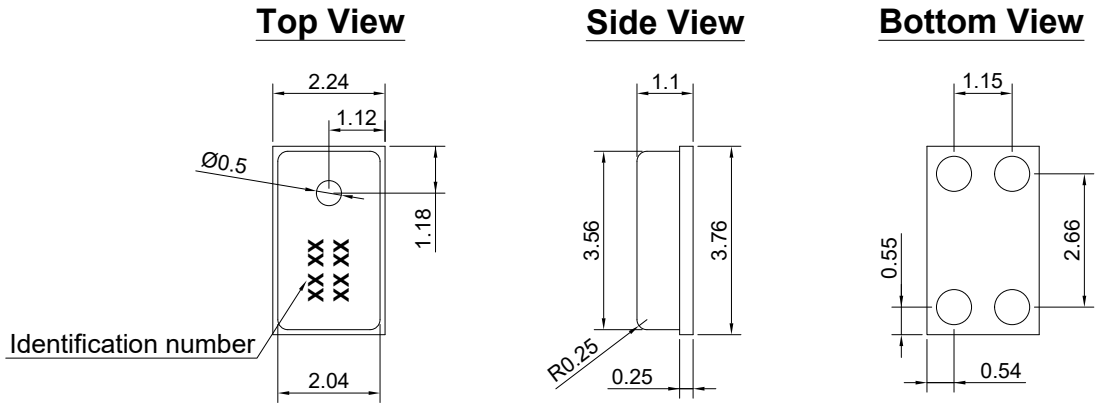

Figure 8. Mechanical Layout of SMO05A-42
6.3.1. Layout and Dimension : See Section 9, Figure 8